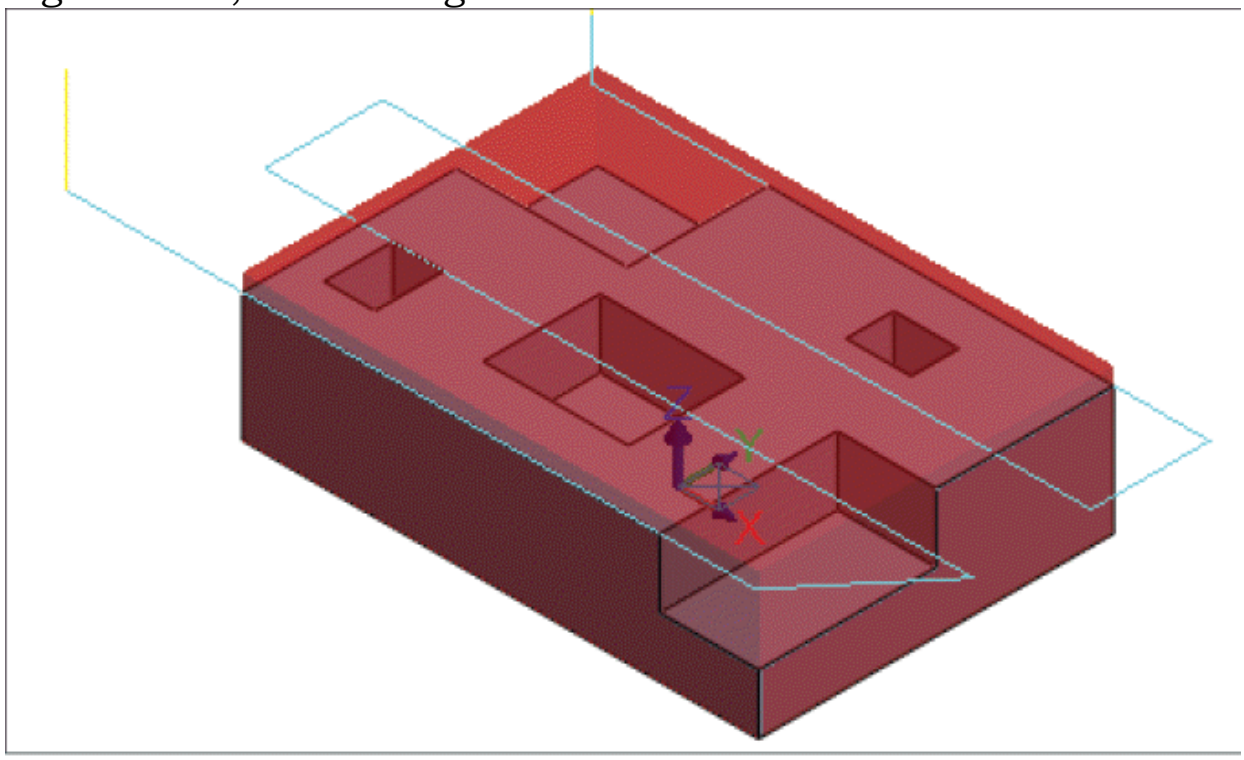

Figure-35. Toolpath for facing
- Specify other parameters like cut parameters, depth of cuts, link parameters, and so on in the dialog box and then click on the **OK** button from the dialog box. The toolpath will be generated; refer to Figure-35.